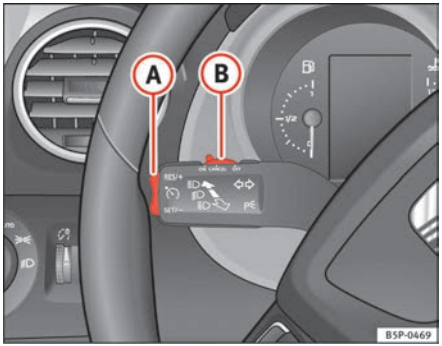

Fig. 148 Indicator and main beam headlight lever: switch and rocker switch for the cruise control
– Press the lower part **SET/-** of the rocker switch ⇒ fig. 148 (A) once briefly when you have reached the speed you wish to set.